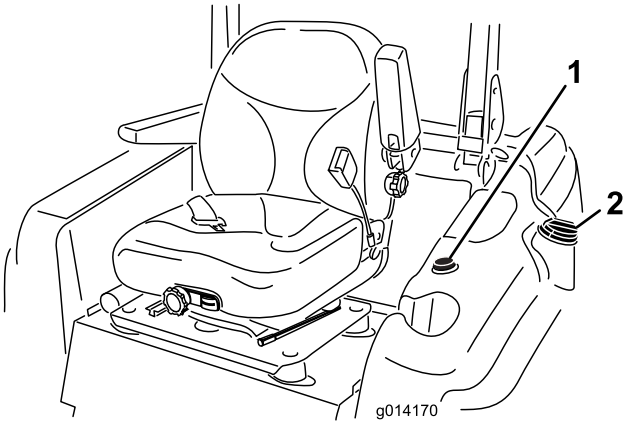

**Figur 9**
3. Rengør omkring brændstofdækslet, og afmonter dækslet (Figur 9).